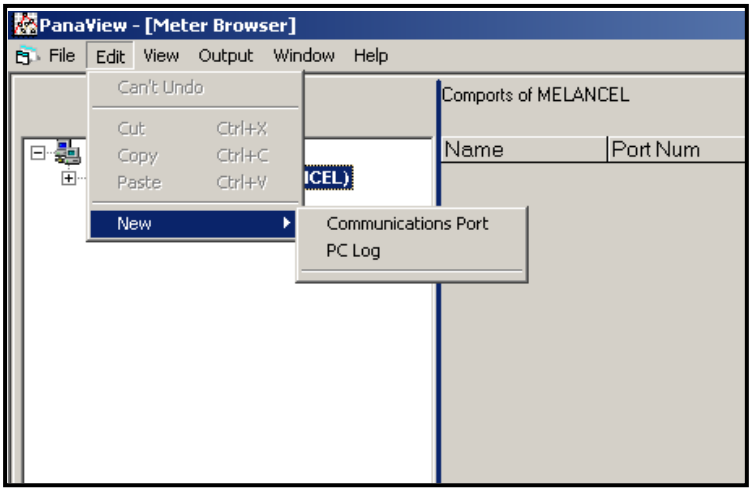

Figure 17: The Edit Menu
3. Click on the *"New"* menu option to select it, and a submenu opens with two choices on it (see *Figure 17*).